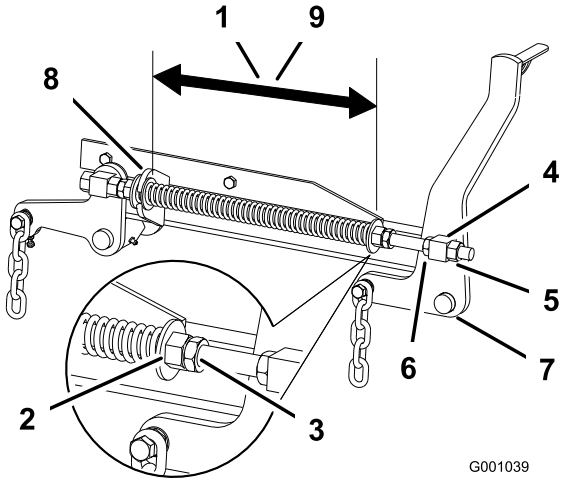

Rysunek 83
2. Sprawdź odległość pomiędzy dwiema dużymi podkładkami. Musi ona wynosić 28,2 cm dla kosiarek o szerokości podwozia 1,3 metra i 26,7 cm dla kosiarek o szerokości podwozia 1,5 metra (Rysunek 83).
3. Wyreguluj odległość, odkręcając przeciwnakrętkę sprężyny z przodu każdej sprężyny (Rysunek 83). Obracanie nakrętki w prawo spowoduje skrócenie sprężyny, a w lewo, jej wydłużenie.
4. Zablokuj nakrętkę, dokręcając przeciwnakrętkę sprężyny (Rysunek 83).